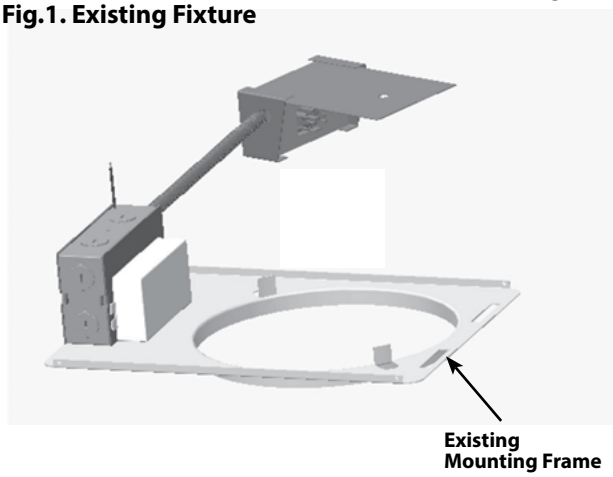

Fig.2. Remove/ Detach all obstructions
2. Remove/ detach existing reflector, **Socket Cap**, **Yoke** or any obstruction above ceiling within **Existing Mounting Frames** as shown in **Fig. 2** to allow installation of the DLED8 and to have access to **Junction Box**.